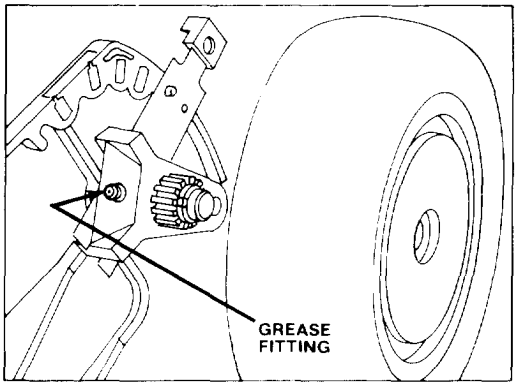

Figure 15
2. GREASE FRONT AXLE PIVOTS (Fig. 15) — Adjust height-of-cut to 3-inch setting and loosen wheel bolt to get additional clearance around grease fitting. Wipe grease fitting with clean rag. Install grease gun onto fitting and gently apply 2 or 3 pumps of #2 Multi-Purpose Lithium Base Grease. Excess pressure may damage seals.